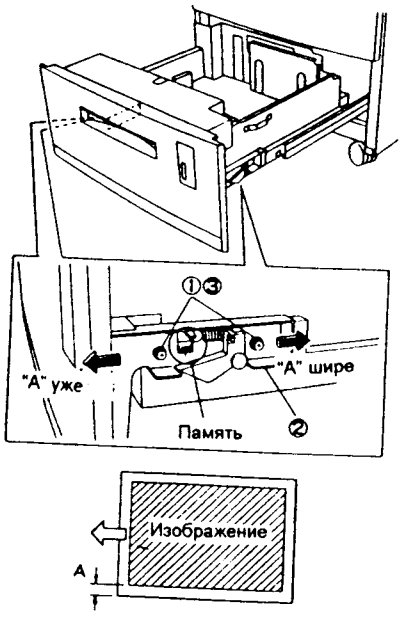

Рис. 1 NZM-0153
2. (Рис. 1): Выполните регулировку боковой регистрации (регулировку положения HCF).